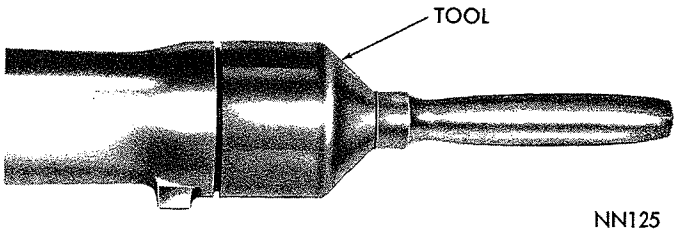

*Fig. 10—Installing Extension Housing Yoke Seal*
(3) To install a new seal, position seal in opening of extension housing and drive it into housing with Tool C-3995 or C-3972 (Fig. 10).
(4) Carefully guide front universal joint yoke into extension housing and on the mainshaft splines. Connect propeller shaft to rear axle pinion shaft yoke.